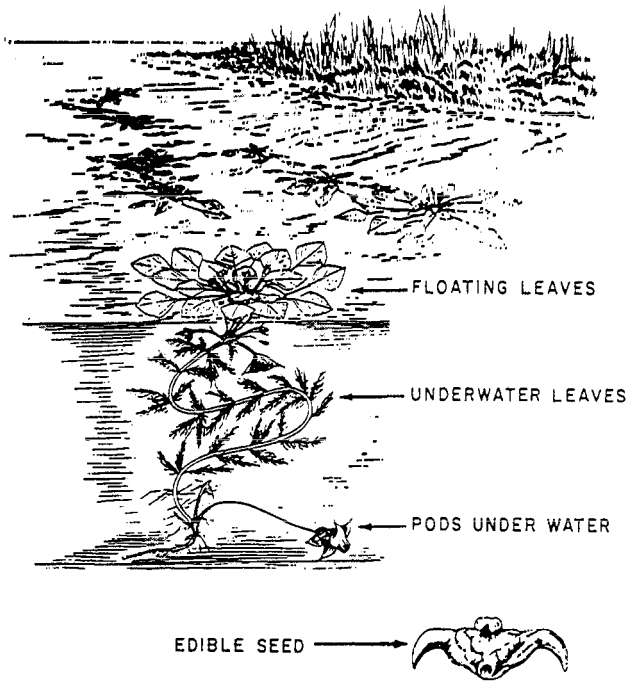

Figure 6-8.—Water chestnut.
3. WATER CHESTNUT. The water chestnut is a native of Asia, but it has spread to both Tropical and Temperate areas of the world, including North America, Africa, and Australia. It is found as a free-floating plant on rivers, lakes, and ponds in quiet water. The plant covers large areas wherever it occurs and has two kinds of leaves–the submerged leaves that are long and rootlike and the feathery and the floating leaves that form a rosette on the surface of the water. The nuts borne beneath the water are an inch or two wide with strong spines that give them the appearance of a homed steer. The seed within the horny structure may be roasted or boiled. (See fig. 6-8.)